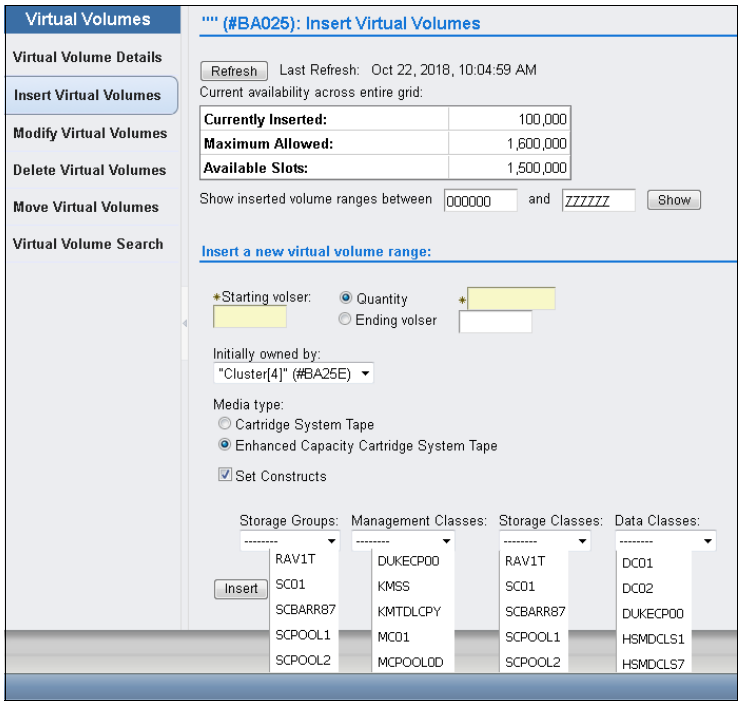

Figure B-6 Insert logical volumes by assigning static construct names
2. Insert your logical volumes into groups through the TS7700 MI, as described in 11.2.2, “TS7700 definitions” on page 586. You can assign the required static construct names during the insertion, as shown at the bottom part of the window in Figure B-6 on page 893.
2. Insert your logical volumes into groups through the TS7700 MI, as described in 11.2.2, “TS7700 definitions” on page 586. You can assign the required static construct names during the insertion as shown at the bottom part of the window in Figure B-6.
3. On the left side of the MI, click **Virtual** → **Virtual Volumes** → **Insert Virtual Volumes**. The window that is shown in Figure B-6 opens. Use the window to insert virtual volumes. Select the **Set Constructs** option and enter the construct names.